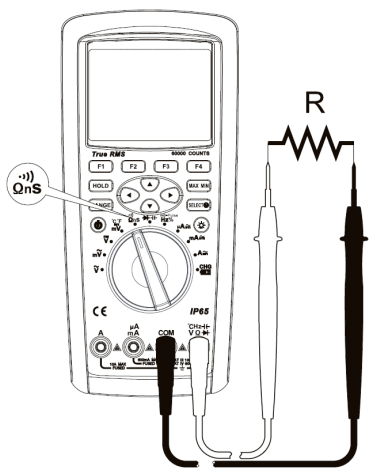

Figura 9
2. Posicione a chave rotativa para ***"Ω nS •))) "*** conforme ***Figura 9***.
2. Posicione a chave rotativa para ***"Ω nS •))) "*** ,pressione o botão ***"SELECT"*** para selecionar a medida de condutância 60nS e então conecte as pontas de prova nos terminais da resistência a ser medida, conforme ***Figura 9***.
2. Posicione a chave rotativa para ***"Ω nS •))) "*** ,pressione o botão***"SELECT"*** para selecionar o teste de continuidade e então conecte as pontas de prova nos terminais da resistência a ser medida, conforme ***Figura 9***. Pressione a tecla de funções ***"F1"*** (MENU) para entrar no menu de configuração, nele é possível configurar quando o buzzer será ativado.